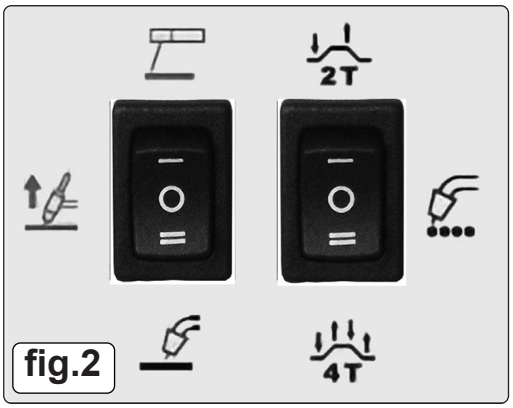

fig.2
6.4.7. Check welder is switched off and that the earth clamp is away from the torch tip. Connect the welder to the mains power supply and select the MIG setting (fig.2) on the mode selector (fig.1.13)
6.7.5. Set the mode selector to MIG/MAG (fig.2)
7.1.3. **MODE** Set the mode selector to MIG/MAG (fig.2).
7.1.9. Trigger Mode (see fig.2). Using the trigger mode selector (fig.1.13), the trigger can be set to 2 touch or 4 touch. 2 touch operates the welder for as long as the trigger is kept depressed, whereas 4 touch starts the welder operating when the trigger is depressed but will continue operating when released. The welder will switch off when the trigger is depressed for a second time. The 4 touch setting is useful to reduce user fatigue when a long weld is required. **NOTE:** The trigger mode selector only operates in MIG/MAG mode.